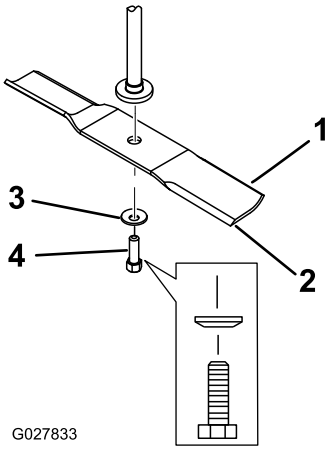

Figuur 57
2. Verwijder de mesbout, de klemring en het mes van de spilas (Figuur 57).
1. Monteer het mes op de as (Figuur 57).
2. Monteer de klemring (holle kant naar het mes toe) en de mesbout (Figuur 57).